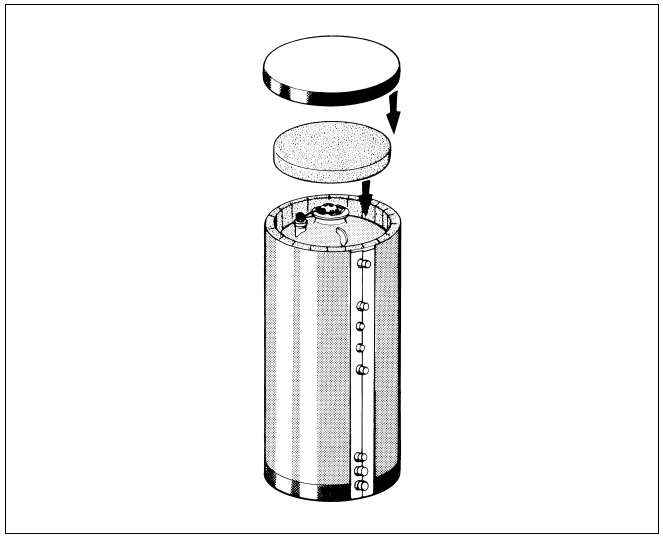

Afb. 12 Montage isolatie
Wanneer u lichtjes klopt op de isolatiemantel in de richting van de beide uiteinden, kan u de uiteinden gemakkelijker samenbrengen (afb. 12).
- Plaats de bovenste isolatieplaat zo op het handgatdeksel, dat ze net even hoog komt als de rand van de isolatiemantel (afb. 12).
- Schuif de boilerafdekkap (kunststofkap) over de beschermingsplaat en over de rand van de isolatiemantel (afb. 12).
- Verwijder de boilerafdekkap (afb. 12).
- Verwijder de bovenste isolatieplaat (afb. 12).
- Plaats de boilerafdekkap opnieuw (afb. 12).